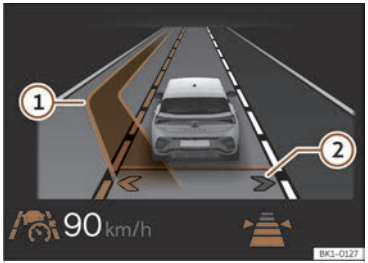

Fig. 128 On the instrument cluster screen: lane change assist display (schematic representation).
This activates the lane assist. The arrows of your own lane on the instrument cluster display are grey ››› Fig. 128 ②
If the system detects no objects in the detection field of the sensor system and an assisted lane change to an adjacent lane is possible, the corresponding lane is shown in the instrument cluster display next to the driver's own lane. The arrow on the corresponding side of the lane is displayed in white ››› **Fig. 128** ②.